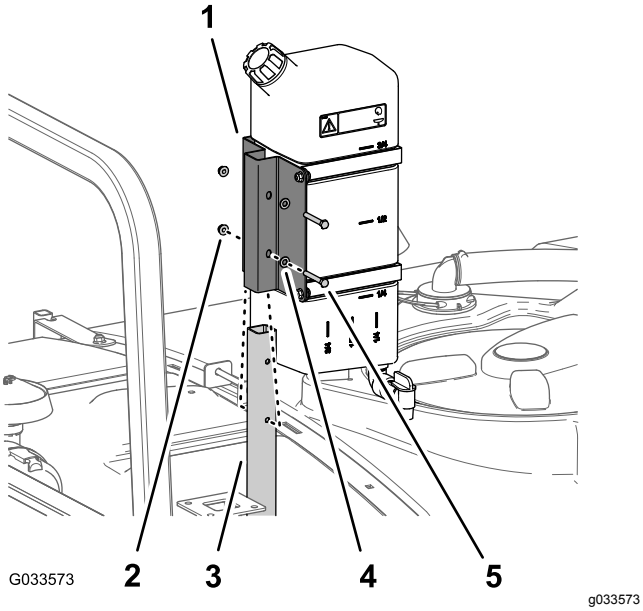

Figur 47
1. Montera färskvattentanken och fäst den på stödröret med två skruvar (5/16 x 2¼ tum) och två flänslåsmuttrar (5/16 tum) enligt Figur 47.